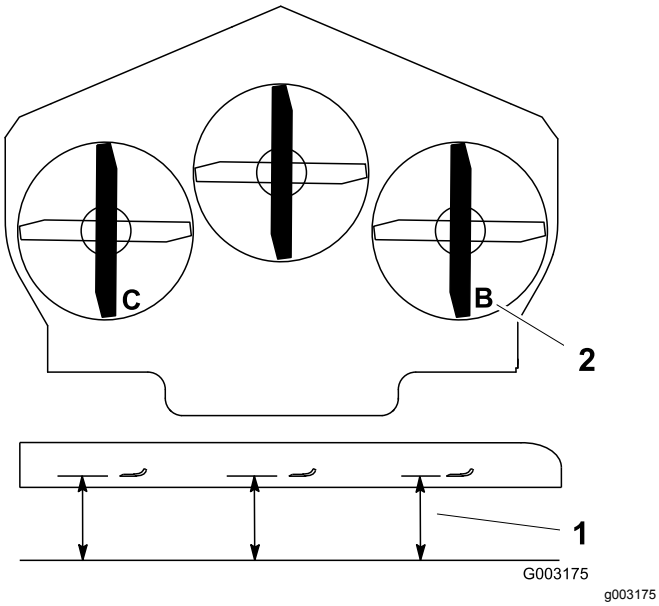

Figur 74
1. Placer højre kniv på langs (Figur 74).
2. Mål den højre kniv ved punktet **B** fra en plan overflade til knivspidsens skarpe kant (Figur 74).
4. Placer venstre kniv på langs (Figur 74).
5. Mål den venstre kniv ved punktet **C** (Figur 74) fra en plan overflade til knivspidsens skarpe kant.